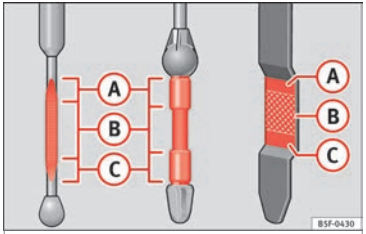

**Fig. 230** Engine oil dipstick.
**If the oil level is above area ››› Fig. 230 Ⓐ, do not start the engine. This could result in damage to the engine and catalytic converter. Contact a Technical Service.**
**If the oil level is above area ››› Fig. 230 Ⓐ, do not start the engine. This could result in damage to the engine and catalytic converter. Contact a specialised workshop.**
**The oil level must never be above area ››› Fig. 230 (A). Otherwise oil can be drawn in through the crankcase breather and escape into the atmosphere via the exhaust system.**